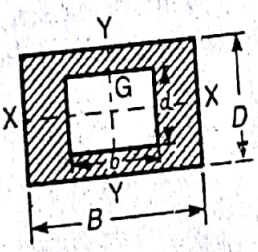

Fig. 1.13
4. The moment of inertia of a hollow rectangular section, as shown in Fig. 1.13, is given by